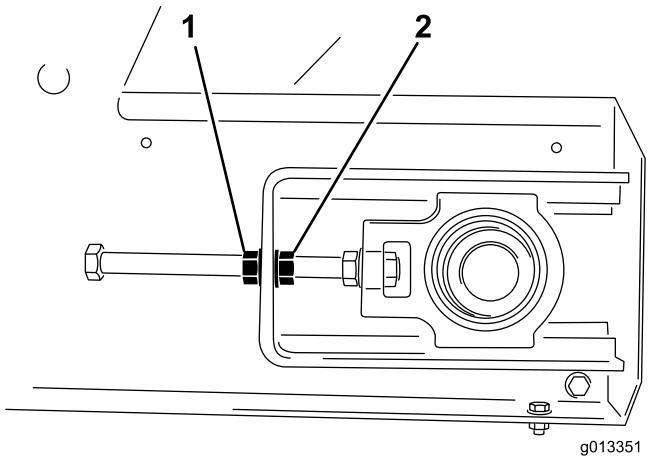

Figura 49
4. Com duas chaves, segure uma extremidade da barra tensora estacionária e, em seguida, desaperte a porca de bloqueio, que é a porca mais próxima da extremidade da barra (Figura 49).
3. No lado em que a correia está desajustada, segure a extremidade da barra tensora estacionária e, em seguida, desaperte a porca de freio e aperte a porca de ajuste em duas faces da porca (Figura 49).